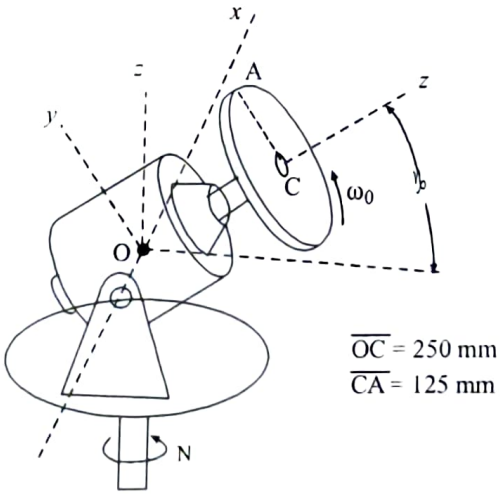

FIG.6
18. The electric motor with an attached disk is running at a constant low speed of 120 rpm in the direction as shown in Fig. 6. Its housing and mounting base are initially at rest. The entire assembly is next set in rotation about the vertical Z-axis at the constant rate N = 60 rpm with a fixed angle $\gamma = 30°$. Determine : a) the angular velocity and angular acceleration of the disk, b) the space and body cone, and c) the velocity and acceleration of point A at the top of the disk for the instant shown in the figure 6.